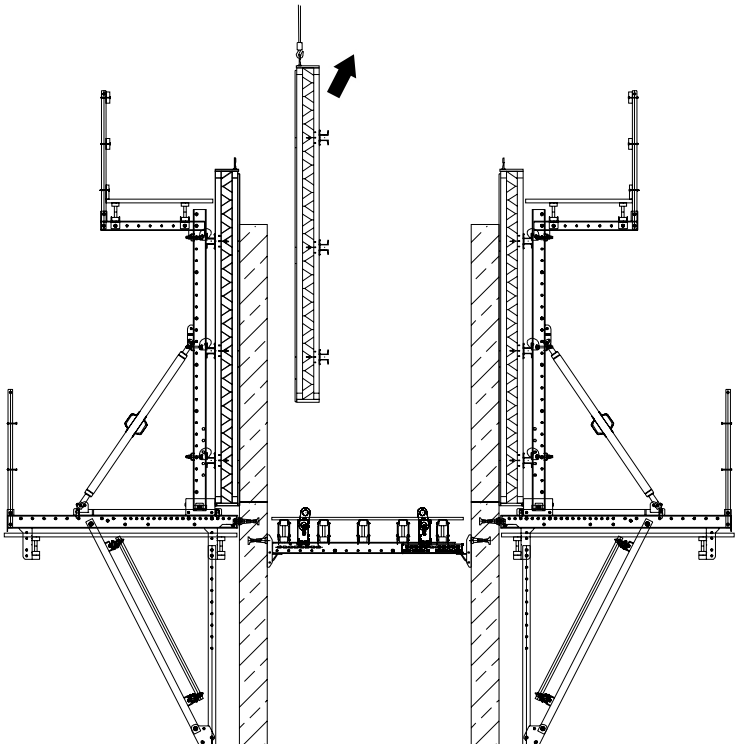

Abb. 01
2. Ausschalarbeiten durchführen (Abb. 01).